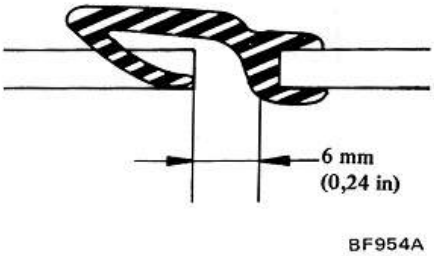

Fig. BF-47 Réglage de la garde entre vitre de porte et glace latérale arrière
3. Lever la vitre de porte à fond, et lever la vitre latérale arrière jusqu'à ce que son bord supérieur soit de niveau avec celui de la glace de porte. Régler alors les écrous supérieurs de réglage et les vis inférieures de réglage des glissières de telle sorte que la garde entre la vitre de porte et la glace latérale arrière soit de 6 mm (0,24 in) à tout point. Voir Figure BF-47.